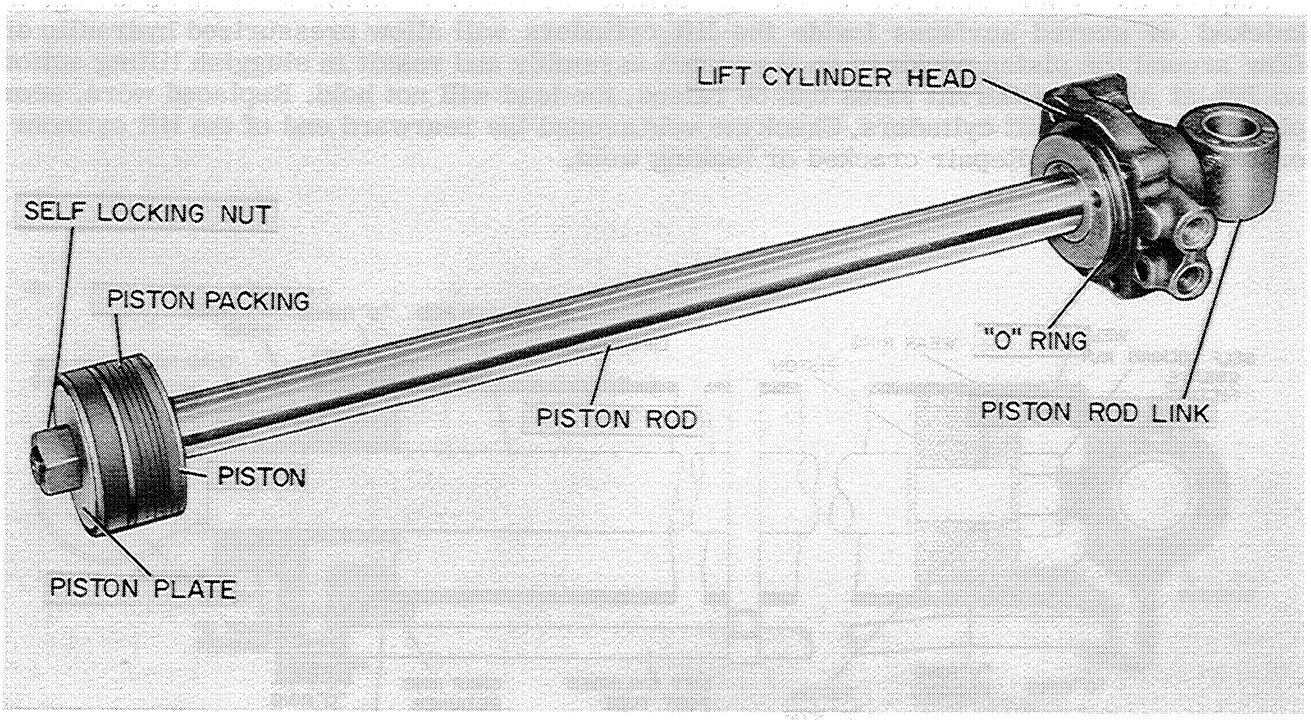

Figure A-15
6. Place the piston rod link, Figure A-15, in a bench vise and support the piston rod securely near the piston end.
7. Remove the self locking nut, Figure A-15.